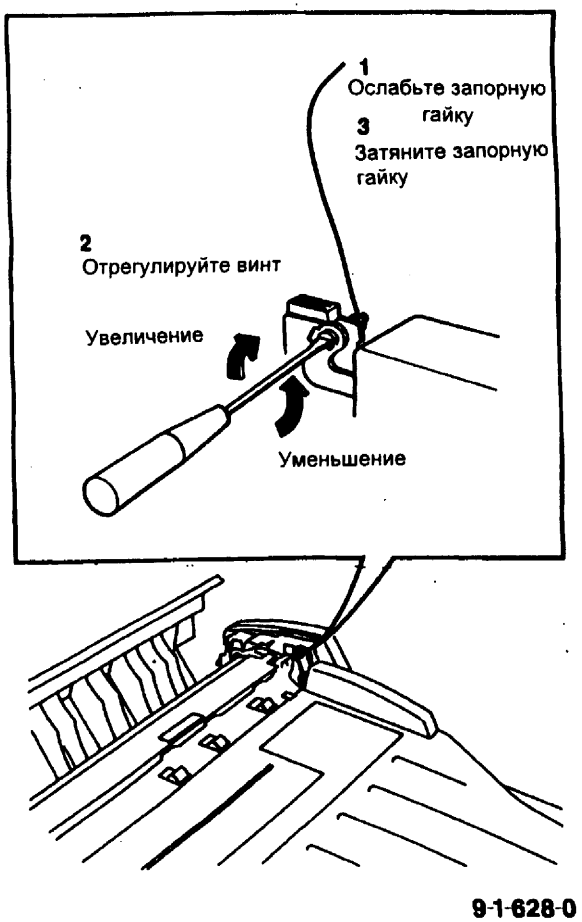

Рис. 2 Регулировка регистрации по верхней кромке в ADF
3. (Рис. 2) Отрегулируйте регистрацию по верхней кромке в ADF.